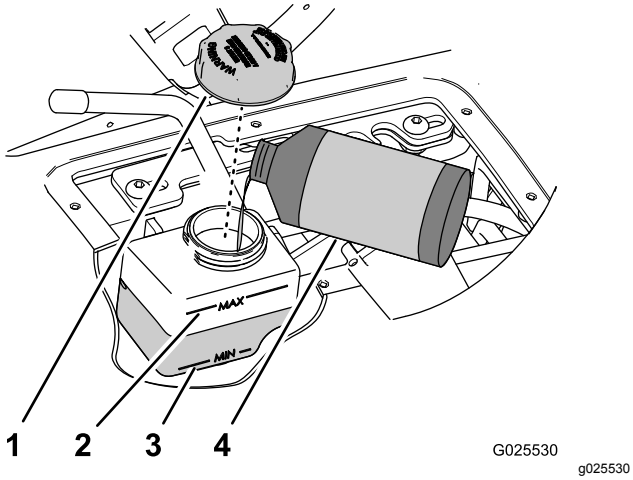

**Figur 61**
4. Kontroller oljenivået i beholderen for hastighetskontrollsylinderen (Figur 61).
A. Tørk av området rundt beholderens lokk (Figur 61).
B. Ta lokket av beholderen (Figur 61).
C. Fyll på spesifisert væske til nivået er halvveis mellom min- og maks-merkene på siden av beholderen (Figur 61).
D. Sett på lokket og stram for hånd (Figur 61).